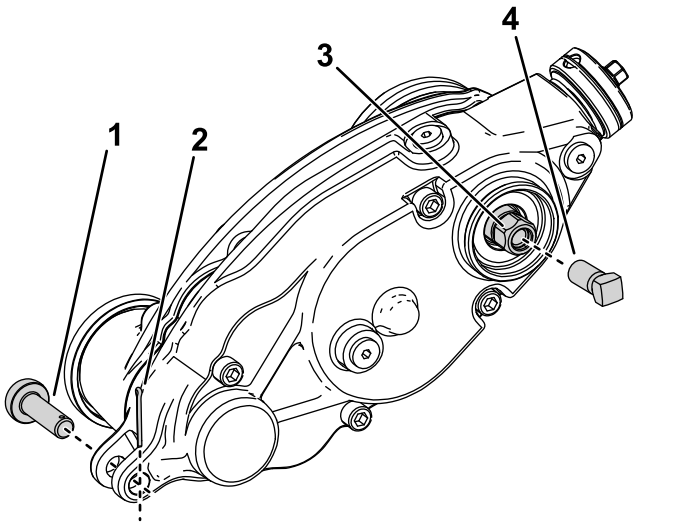

Rysunek 28
3. Wyjmij sworzeń regulatora i zawleczkę łączącą przekładnię napędu urządzenia pielęgnującego do ramion regulatora (Rysunek 28).
5. Przykręć śrubę wzmacniającą (część nr 1-803022 – sprzedawana osobno) na wewnętrzny gwint śruby z łbem sześciokątnym napędu urządzenia pielęgnującego i dokręć ją z momentem 13,5 Nm w sposób przedstawiony na Rysunek 28.
6. Zdemontuj przekładnię napędu urządzenia pielęgnującego z wirnika tnącego – w tym celu odkręć śrubę z łbem sześciokątnym napędu urządzenia pielęgnującego (Rysunek 28).